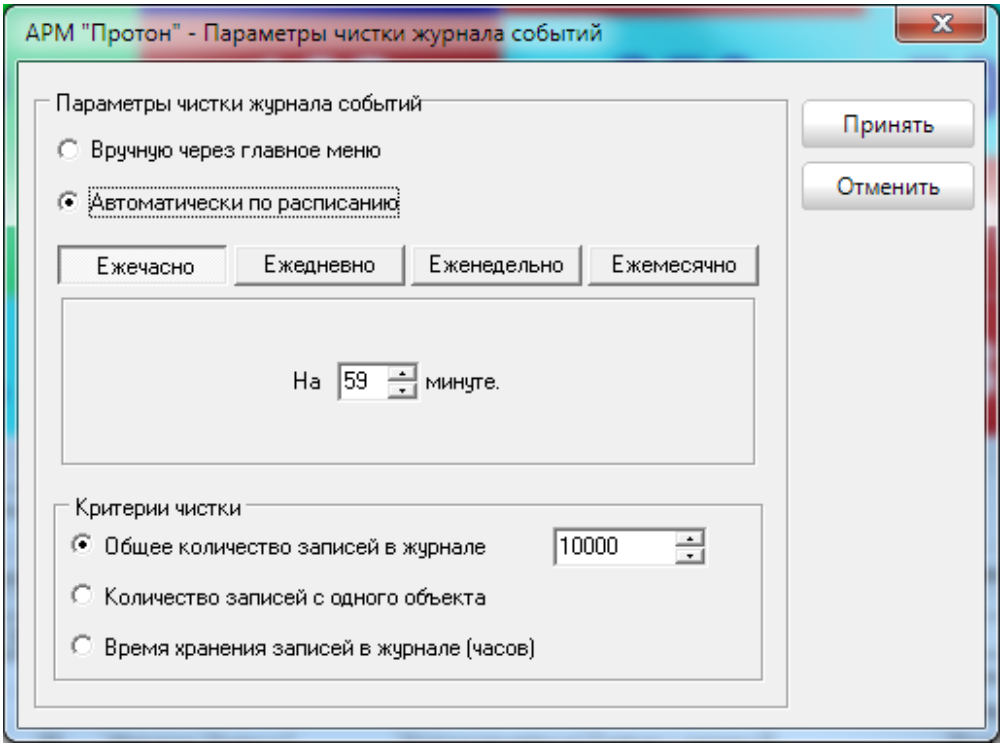

Рисунок 39
- ежечасно на определённой минуте (Рисунок 39),